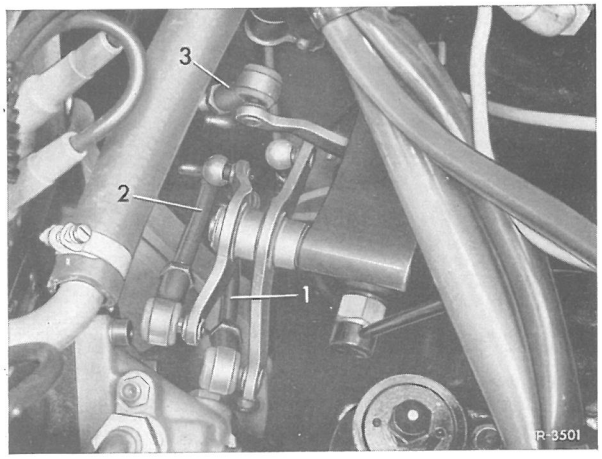

Fig.26-1/16
24 Såfremt vognen er løftet, tages den ned og "rulles" et par gange,hvorpå kardanakslens klemforbindelse spændes fast (fig. 26-1/6).
25 Drivakslen(5) til speedometeret tilsluttes på bageste gearkassedæksel og klemmes fast med klemskrue (6) (fig.26-1/14).